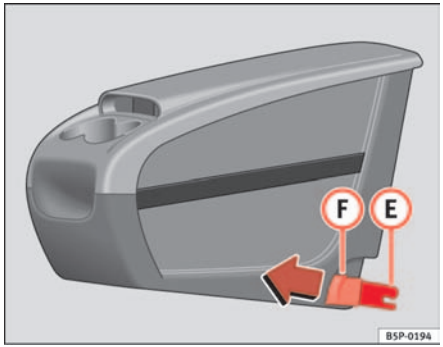
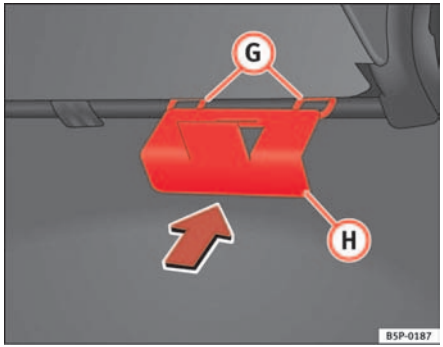

Fig. 109 Mobile stowage compartment Installing
Fig. 110 Mobile stowage compartment mounting plate
– Fit the mobile stowage compartment mounting plate (H) ⇒ fig. 110 from the inside of the vehicle, through the rear section of the seat. It should be fitted between the back rest and the seat, in the central seat area.
– Set both mounting pieces together (E) ⇒ fig. 109, with both mounting rings (G) ⇒ fig. 110 and press hard until both the clips completely connect with the rings.
– Pull each of the buttons ⇒ fig. 109 (F) on the clips (red buttons) forwards, until they snap out of place.